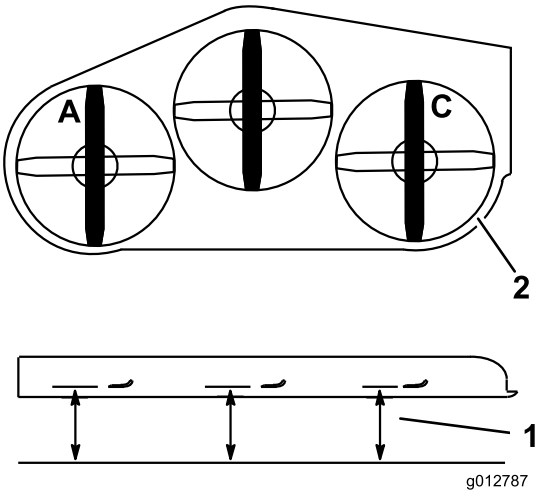

**Figur 86**
1. Plasser den venstre kniven på langs (Figur 86).
2. Mål den venstre kniven ved **A**-plasseringen, fra en jevn overflate til knivveggen på knivspissen, og noter denne målingen (Figur 86).
3. Plasser den høyre kniven på langs (Figur 86).
4. Mål den høyre kniven ved **C**-plasseringen, fra en jevn overflate til knivveggen på knivspissen, og noter denne målingen (Figur 86).
2. Plasser den venstre kniven på langs (Figur 86).
3. Mål den venstre kniven ved **A**-plasseringen, fra en jevn overflate til knivveggen på knivspissen, og noter denne målingen (Figur 86).
4. Plasser den høyre kniven på langs (Figur 86).
5. Mål den høyre kniven ved **C**-plasseringen, fra en jevn overflate til knivveggen på knivspissen, og noter denne målingen (Figur 86).